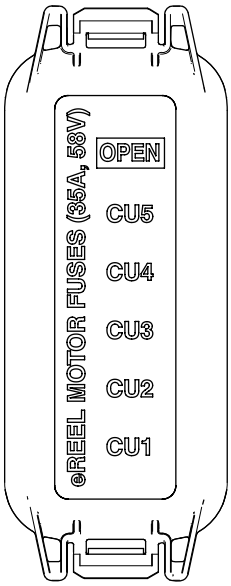

**Figuur 106**
2. Ontgrendel de stoelbasis, kantel de stoelbasis open, en ondersteun deze met de steunstangen (Figuur 106).